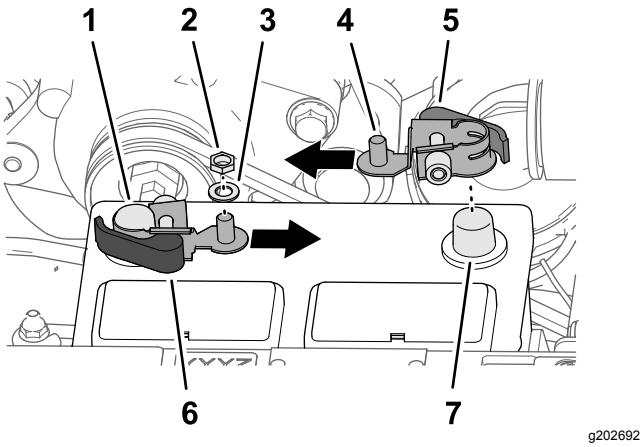

Rysunek 207
1. Odkręć nakrętki sześciokątne z podkładkami z zacisków szybkomocujących z czerwoną i czarną dźwignią (Rysunek 207).
3. Zamocuj zacisk szybkomocujący do ujemnego bieguna akumulatora tak, aby kołek gwintowany zacisku był skierowany do środka akumulatora, jak pokazano na Rysunek 207.